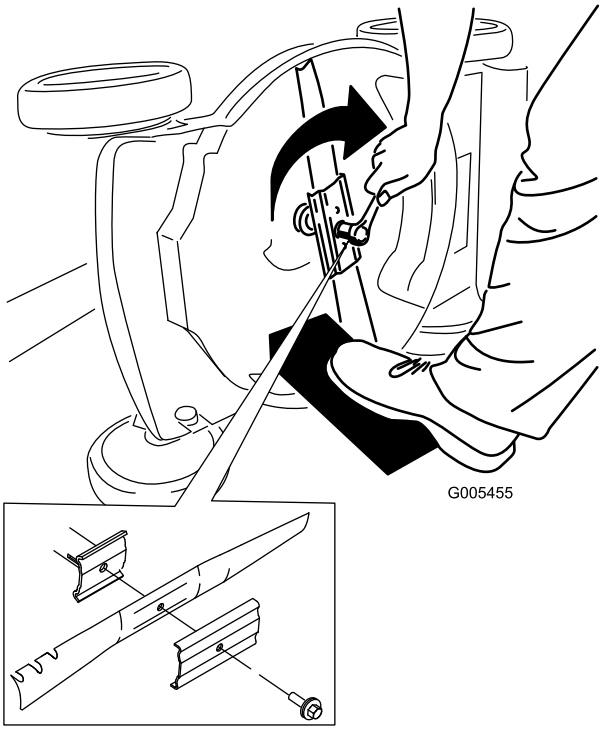

Bild 27
5. Setzen Sie das neue Messer und alle Schrauben auf (Bild 27).